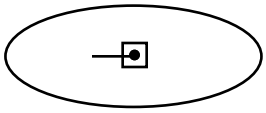

Figure11.1 -4 Example of an Ellipse AOU for a Track
- Figure11.1 -4 depicts an AOU ellipse with the following AOU field values: